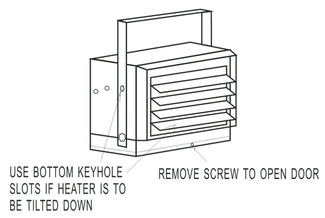

Figure 5
4) If the heater is to be tilted it must be positioned in the keyhole slots - see **figure 5.**
2. To tilt the unit vertically, loosen the bracket screws (see figure 5).